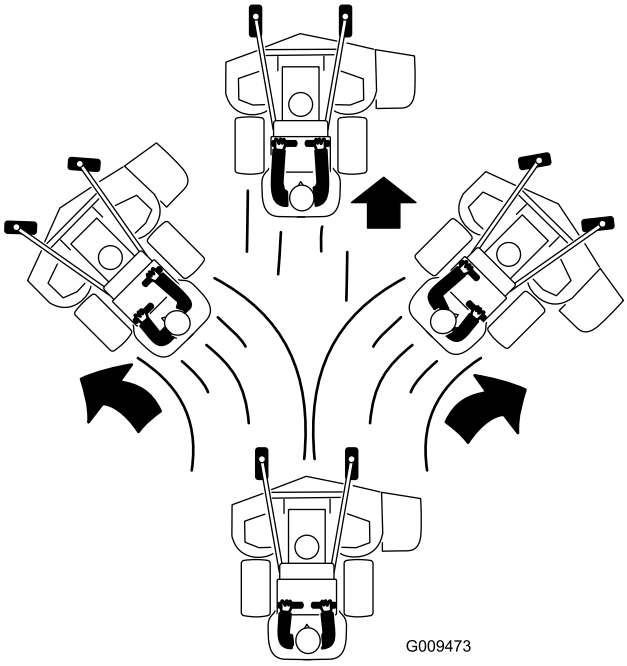

Figuur 23
4. Beweeg de rijhendels langzaam naar voren (Figuur 23).